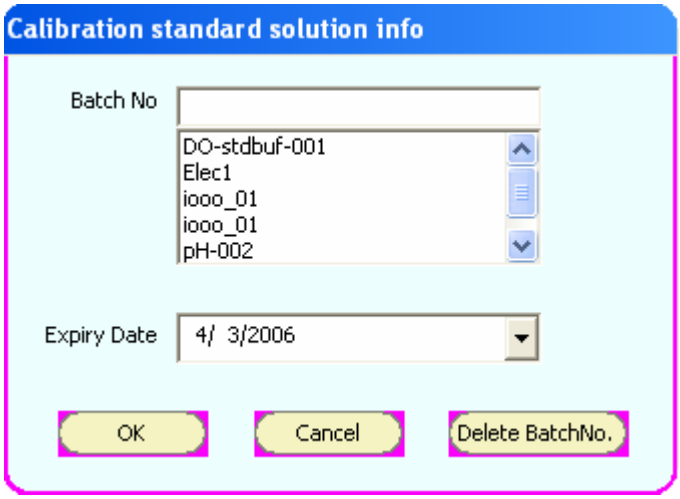

Figure 25 : Adding a new buffer
8. To add a new buffer, click **Add New Buffer** button. **Calibration standard solution info** screen appears. (Figure 25)